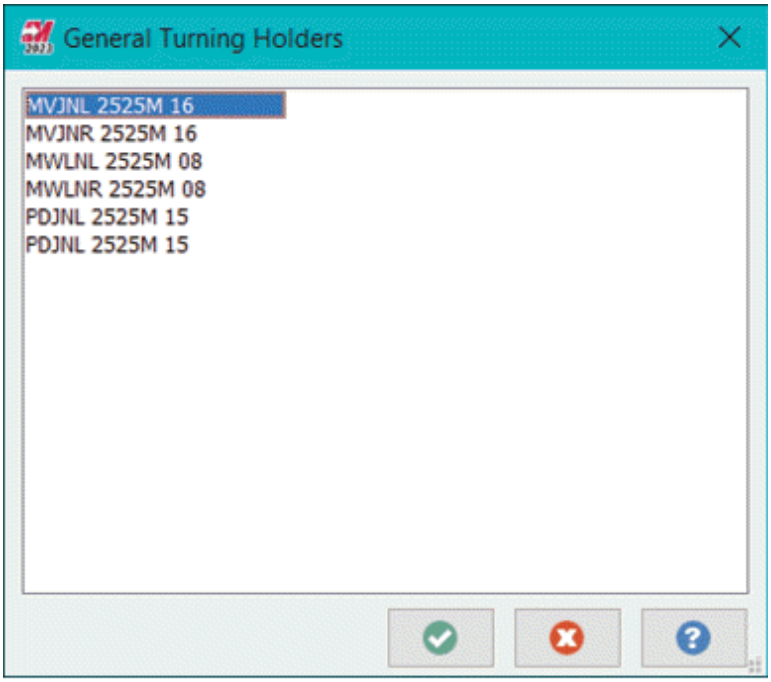

Figure-30. General Turning Holders dialog box
- Click on the **Get Holder** button from the **Define Tool** dialog box. The **General Turning Holders** dialog box will be displayed; refer to Figure-30.